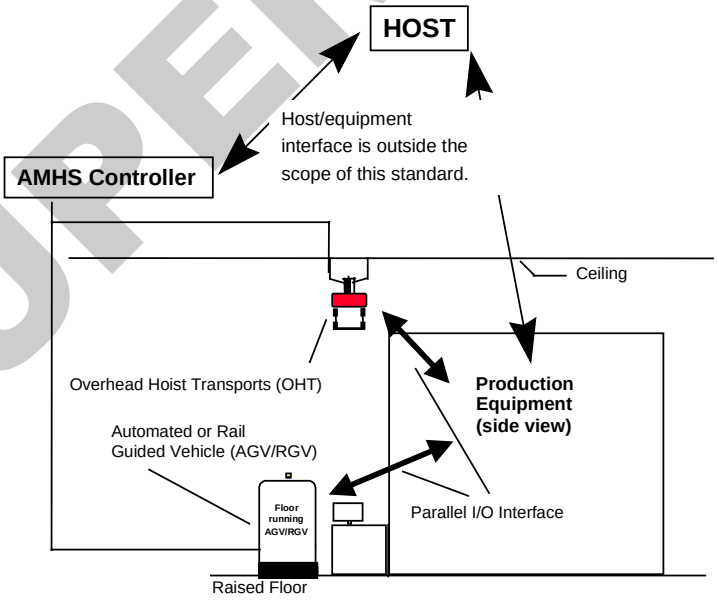

Figure 3
2.3 The enhanced carrier handoff parallel I/O interface controls the handoff of a carrier to and from the passive equipment by the active equipment. This parallel I/O interface only controls the automated handoff operation of the carrier. The handoff is the operation in which a carrier is transferred from one piece of equipment to another. Both the active and passive equipment manage this operation. The factory level controller (i.e., host) does not manage the handoff operation. Figure 3 shows applications for the parallel I/O interface specified in this document.